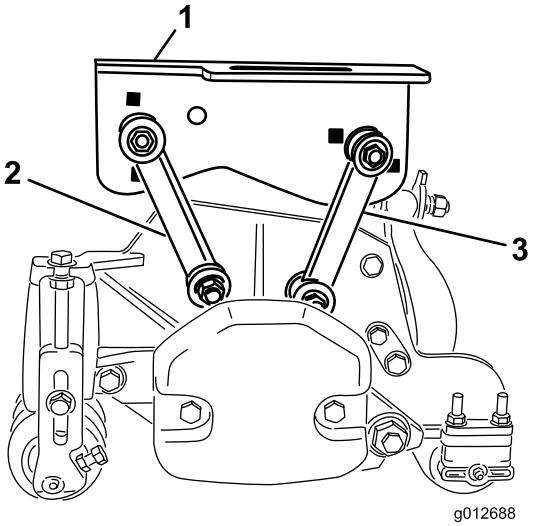

Figur 17
- Fäst de främre monteringslänkarna i hålen på den mellersta bärramen med en bult (3/8 x 2 1/4 tum), två planbrickor och en låsmutter såsom visas i Figur 17. Placera en bricka på var sida om länken vid montering. Dra åt fästelementen till 42 Nm.
- Fäst de bakre monteringslänkarna i hålen på den mellersta bärramen med en bult (3/8 x 2 1/4 tum), två planbrickor och en låsmutter såsom visas i Figur 17. Placera en bricka på var sida om länken vid montering. Dra åt fästelementen till 42 Nm.